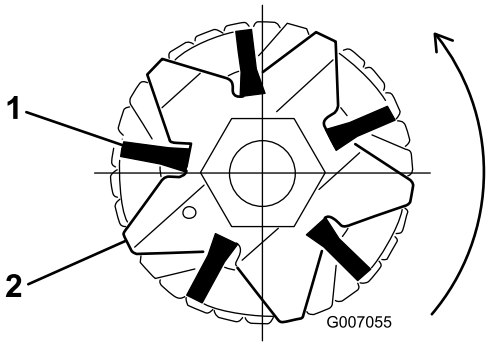
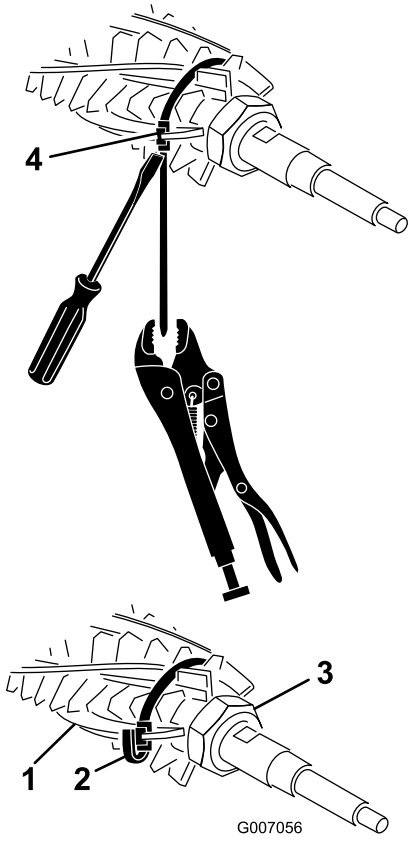

Figur 37
Figur 38
2. Kontroller at børstene er festet i børsteknivsporene (Figur 37 og Figur 38).
3. Surr stroppene løst, som vist i Figur 38, rundt børstespoleakselen og børstene ved å sette stroppene inn i merkene til børstene Figur 37 . Still børstene slik at stroppene er mellom de følgende knivene: 1-2, 14-15, 28-29 og 41-42.
Merk: Hvis trimsatsbørstene ikke er festet skikkelig i knivsporene, løsne holdemutrene til trimsatsknivene på hver ende av trimsatsakselen, sett trimsatsbørstene ordentlig i knivsporene og stram holdemutrene til trimsatsknivene Figur 38.
4. Mens du trykker en skrutrekker mot stroppefestet, grip stroppen med en låsetang og stram stroppen til den låser seg i børstemerkene (Figur 38).
5. Klipp av stroppen omtrent 6 mm fra festet, og brett stroppen over festet (Figur 38)